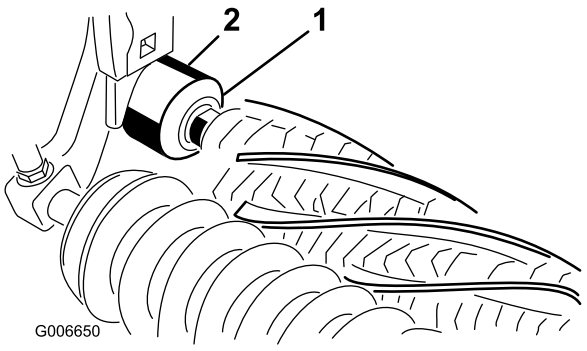

図 25
26. 各エクスクルーダシールのリップがそれぞれのベアリングハウジングに軽く接触するようにすること図 25。